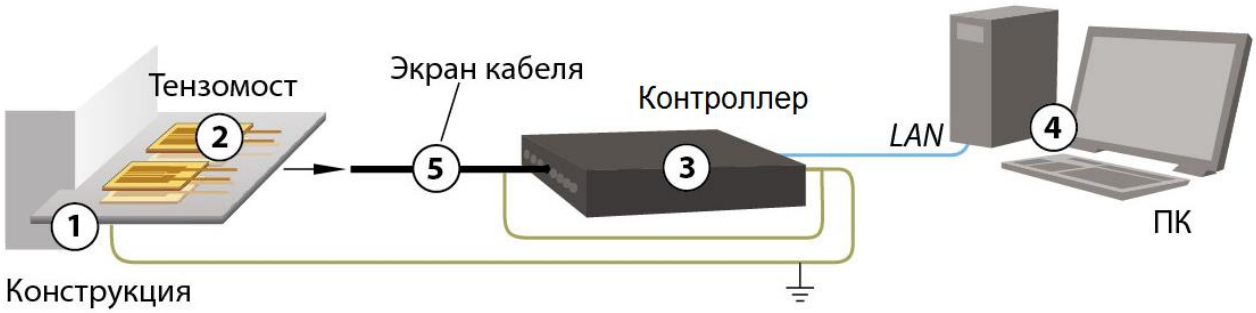

Рис. 2.1 Схема заземления при работе с контроллера с тензорезисторами
- Рекомендации по защите от электромагнитных помех при работе с оборудованием ZETLAB в комплекте с тензорезисторами для измерения деформационных процессов (*Рис. 2.1*):